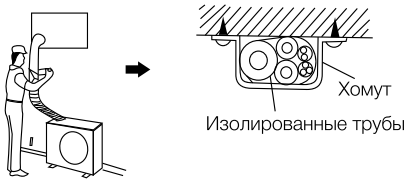

Рис. 6
- Оберните изолентой трубу от нижней части внешнего блока до верхней части трубы, где она входит в стену. После того, как вы сделаете один оборот лентой, перекройте его следующим внахлест (Рис. 6).